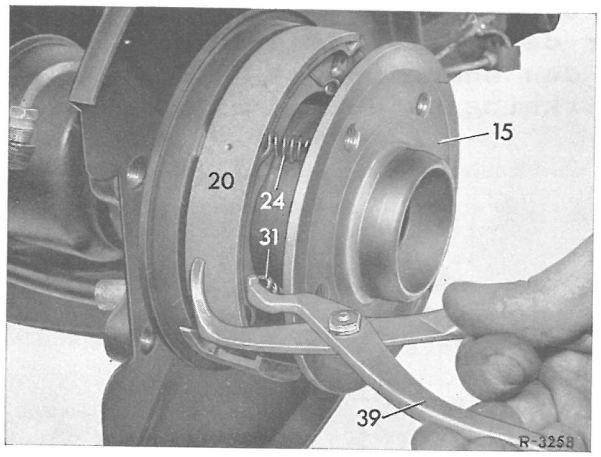

Fig. 42-14/11
3 Nederste returfjeder (31) tages af med fjedertangen (39) (fig. 42-14/1o og 11).